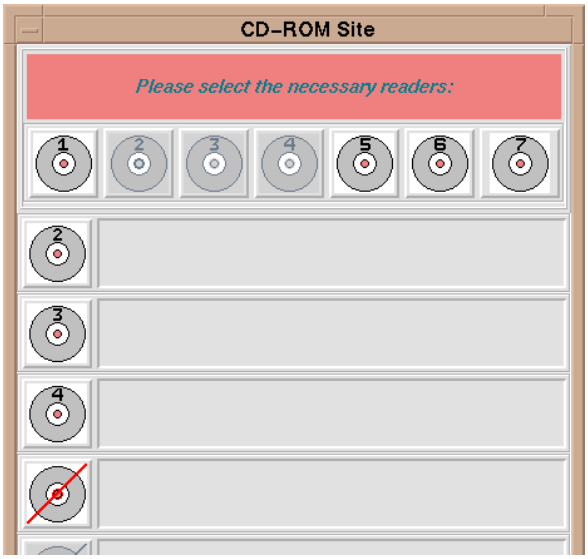

Fig. 81 — **CD-ROM Site Window**: three CD readers selected (#2,3,4)
3) Click (with left mouse button) on the CD device number(s) to be selected (1 through 7). As the user selects a device number, MMC will enter it in the list (Fig. 81).